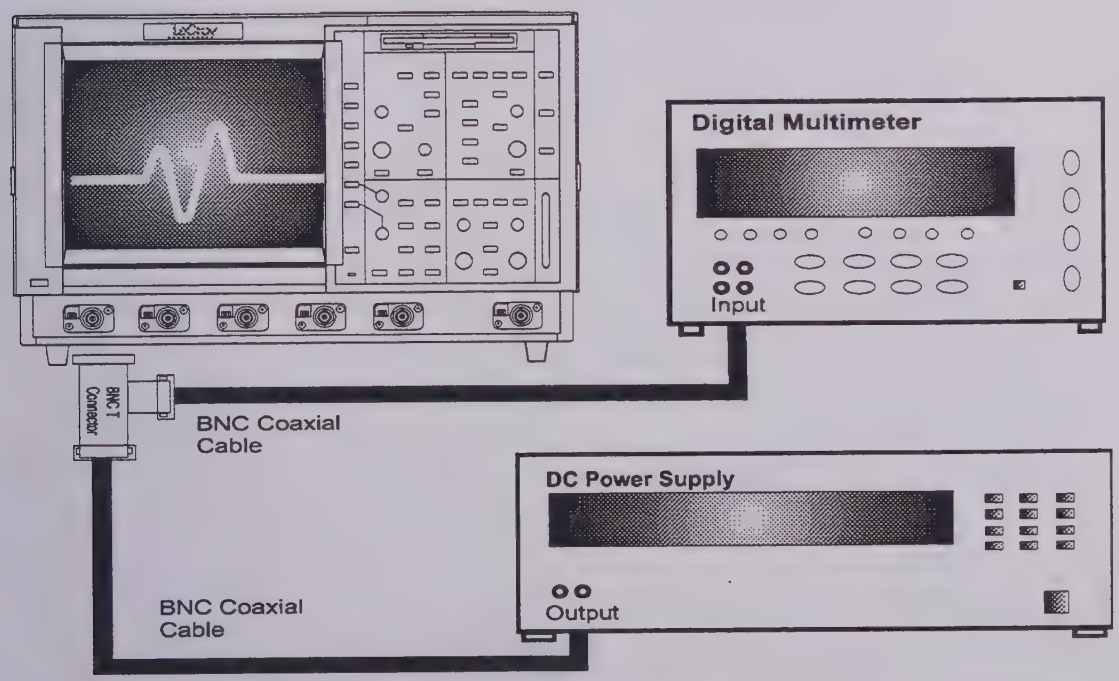

Figure 5-6 : DC 1MΩ Accuracy Equipment Setup for 5V/div.
- For 5V/div no attenuator is required, connect the test equipment as shown in Figure 5-6.